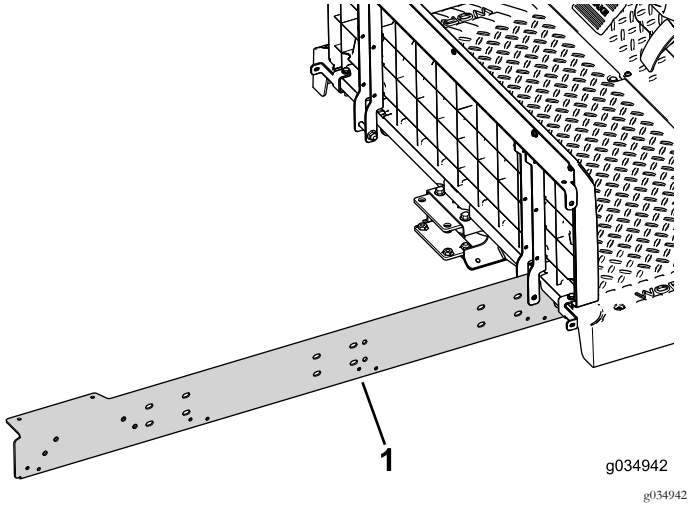

Bild 70
2. Befestigen Sie die Verlängerungsschiene lose an der rechten Seite der Maschine (Bild 70).